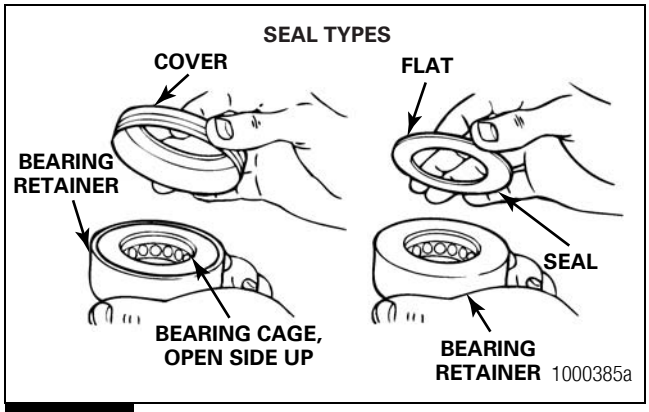
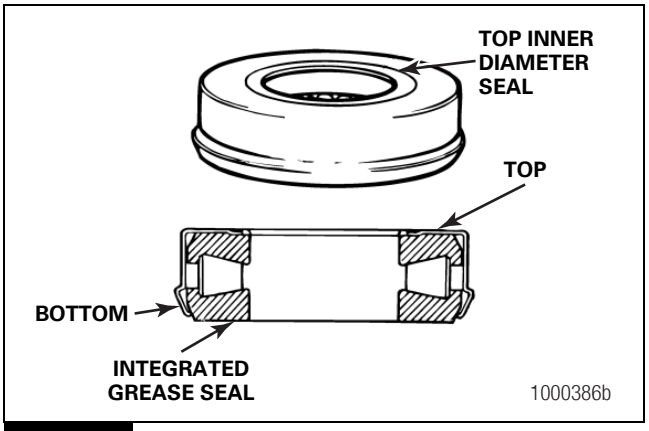

Figure 6.14
Figure 6.15
2. Install the seal onto the thrust bearing. Figure 6.14. The surface with the inner diameter seal must be on the top. The surface with the outer diameter seal must be on the bottom. Figure 6.15.